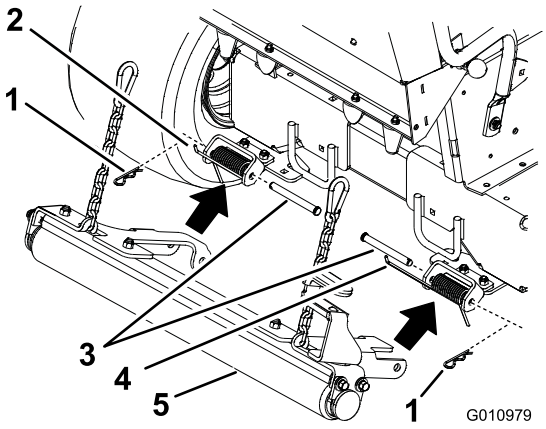

Figure 5
2. Position the roller assembly into the striper mounting brackets (Figure 5).
3. Insert the clevis pin through the striper mounting bracket, roller mount and spring and secure it with a hairpin cotter pin (Figure 5).